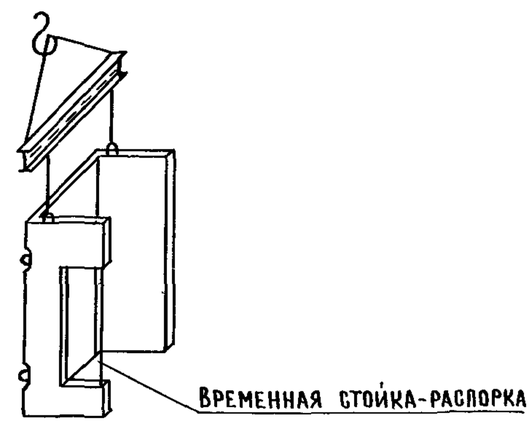

Рис.6
6.2. Подъем и монтаж блоков производится за 2 петли (рис.6) специальной траверсой, исключающей сгиб петель.
При монтаже блоков с проемом необходимо обратить внимание на их плавную установку во избежание хрупкого разрушения нижней перемычки. В блоках, нижние перемычки которых имеют большой вылет рекомендуется перед монтажом устанавливать временные стойки - распорки (рис.6).